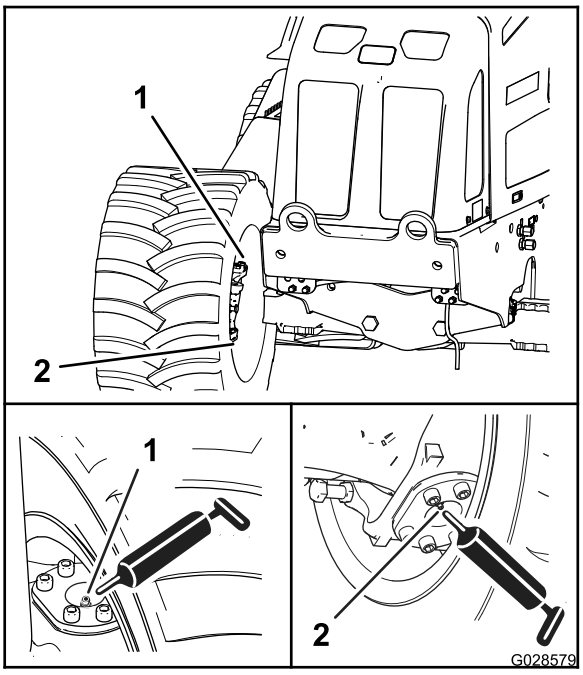
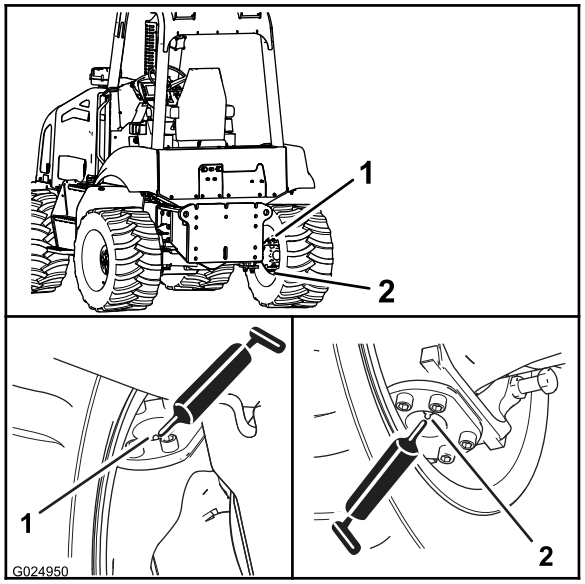

Figura 54
Figura 55
2. Conecte la pistola de engrasar a los engrasadores de los pivotes superior e inferior; bombee 2 o 3 aplicaciones de grasa en cada engrasador (Figura 54 y Figura 55).